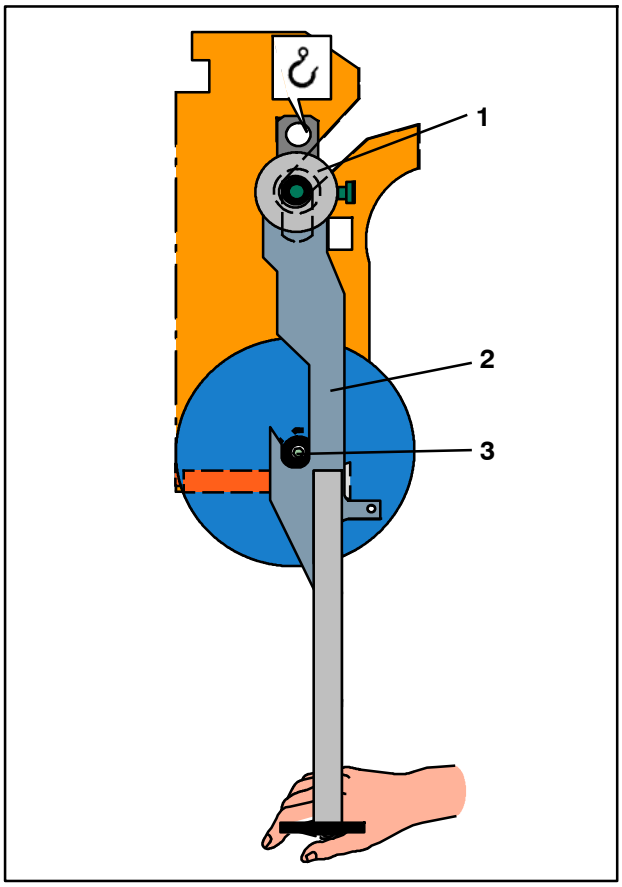

Fig. 162 Dispositif de suspension
12. Actionner la grue d'atelier et abaisser le dispositif de suspension jusqu'à ce que les galets de centrage (Fig. 162/1) du dispositif de suspension reposent au fond des guidages forcés.
14. Actionner la grue d'atelier et soulever avec précaution le dispositif de suspension jusqu'à ce que les crochets (Fig. 162/2) saisissent l'arbre à friction (Fig. 162/3) sur lequel la bobine est montée - éviter tout basculement